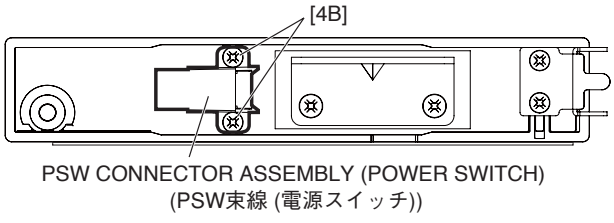

Fig. 7（図 7）
11-5 Remove the two (2) screws marked [4B], and pull out the push knob afterwards. The PSW connector assembly (power switch) can then be removed from the key block assembly R. (Fig. 7)
11-5 プッシュツマミと [4B] のネジ 2 本を外して、PSW 束線（電源スイッチ）を外します。(図 7)